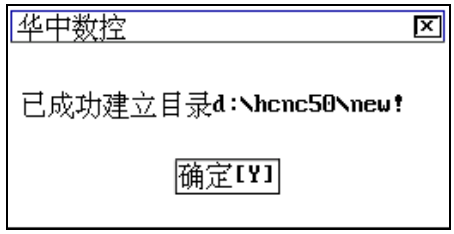
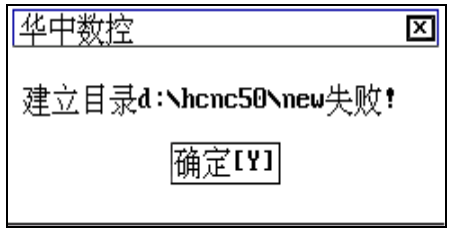

图 5.4.3 提示新建目录成功
图 5.4.4 提示新建目录失败
(4) 连续按 **Tab** 键将蓝色亮条移到“搜寻”栏；
(5) 按▼键弹出系统的分区表，用▲、▼选择分区，如[D:]；
(6) 按 **Enter** 键，文件列表框中显示被选分区的目录和文件；
(7) 按 **Tab** 键进入文件列表框，用▲、▼、►、◄、**Enter** 键选中“新建目录”的父目录，如[HCNC50]；
(8) 按 **Tab** 键将蓝色亮条移到“文件名”栏；
(9) 按 **Enter** 键进入输入状态（蓝色亮条变为闪烁的光标）；
(11)按 **Enter** 键，如果新建目录成功，则弹出如图 5.4.3 所示的对话框，否则，弹出如图 5.4.4 所示的对话框。